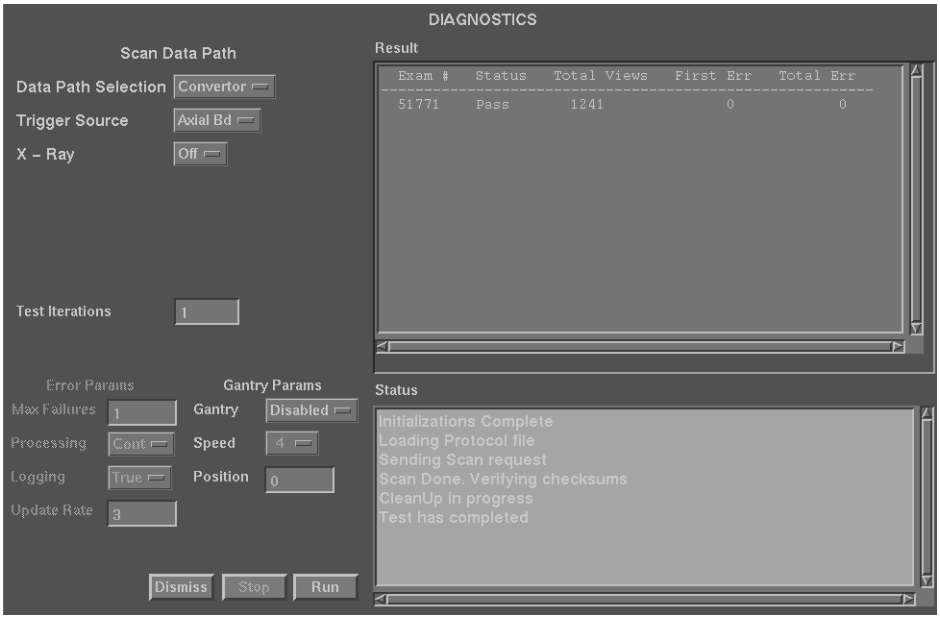

Figure 2-121 Converter Data Path Selection Screen
c.) **Converter Boards** - A known value is input to the front-end of each of the 48 converter boards. Again, this data is sent to the scan data disk and check summed and verified for any discrepancies. Using the converter board path will help isolate if the problem is between the converter boards and the **DCB**. The reason why the **DCB** is the default option is that if the **DCB** data path fails, then most likely the converter data path will fail also. Fix the **DCB** data path first (refer to Figure 2-121).